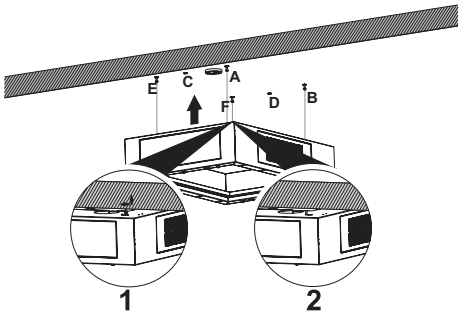

Abb. 7
3. Die Motorbox an die Schrauben der Punkte A,B,E,F in die Langlöcher einhängen (Abb. 7/1 und in der Pfeilrichtung (Abb. 7/1 drücken.
Stellen Sie sicher, dass die Motorbox an den Langlöcher sitzt.(Abb. 7/2)